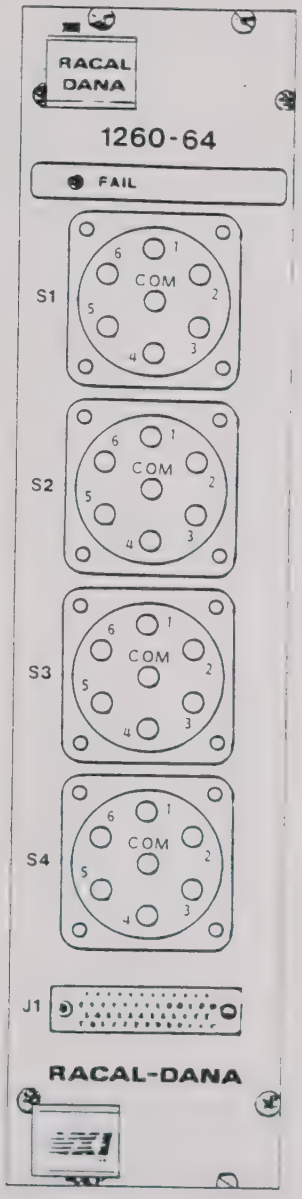

Figure 4-1, 1260-64 Front Panel
3.1.1 Refer to Figures 4-1, 4-2, and Table 4-1 for banks, relay numbers, and connector pins for the 1260-64 module.
4.1.1 Figure 4-1 shows the location of the four RF switches on the front panel of the 1260-64 module. The designations for each of the SMA male connectors on the switches are also shown.